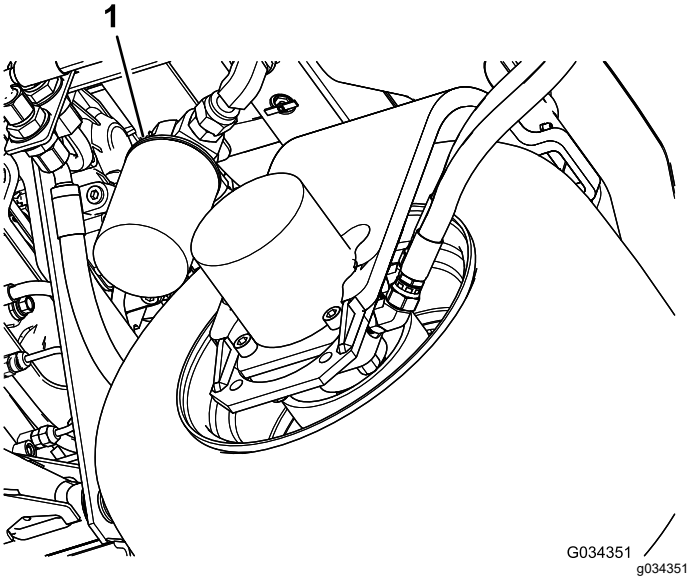

Figur 77
2. Rengjør området der filteret skal festes. Plasser et tappefat under filteret (Figur 77), og ta ut filteret.